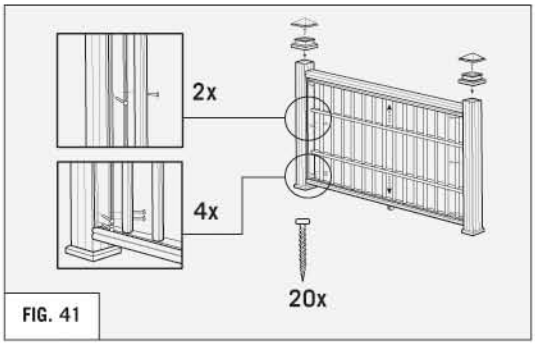

FIG. 41
9. Place railing assembly between posts. Attach mounting plate and rails using #8 x 3" screws. Then slide the spacers down and snap them into the rails. **(REFER TO FIG. 41)**